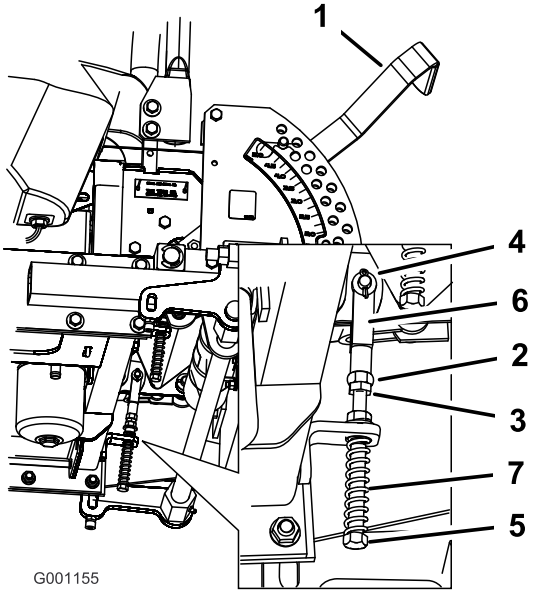

**Figur 74**
8. Hvis justering er nødvendig, skal møtrikken og kontramøtrikken løsnes mod gaflen (Figur 74).
9. Foretag et let, bagudgående tryk mod bevægelseshåndtaget, og drej hovedet på justeringsbolten i den rigtige retning, indtil håndtaget sidder i midten i neutral låseposition (Figur 74).
10. Spænd møtrikken og kontramøtrikken (Figur 74).